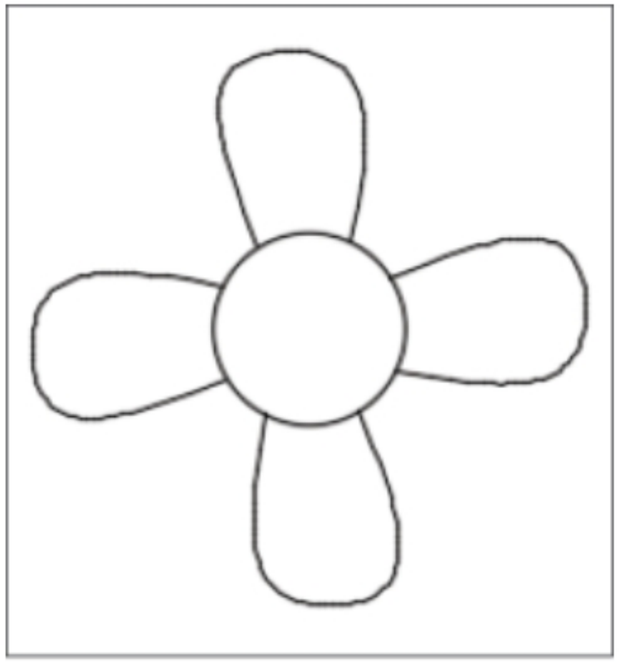

Figure-45. Sketch for symbol
- Using the tools in the **Draw** panel, create sketch for desired symbol; refer to Figure-45.